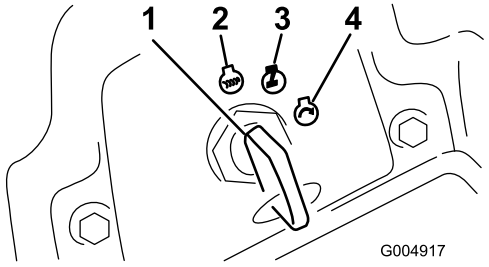

Figuur 17
6. Draai het contactsleuteltje naar rechts op Lopen (Figuur 17).
3. Draai het contactsleuteltje op Uit (Figuur 17). Zet de motor af en wacht totdat alle bewegende onderdelen tot stilstand zijn gekomen voordat u de bedieningspositie verlaat.